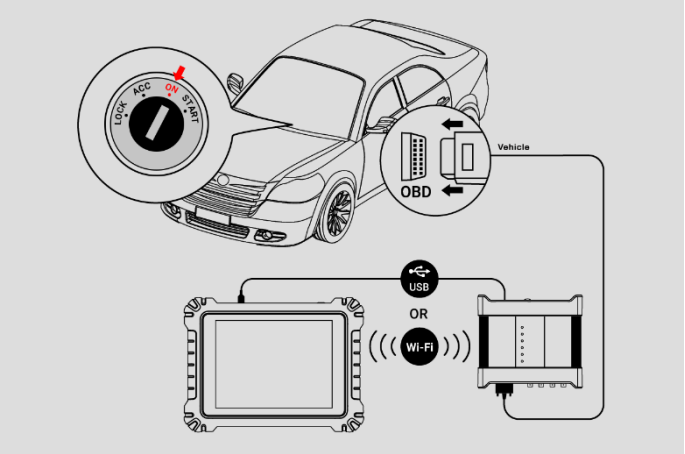

Figure 7-107 *Connection Diagram*
1. Please refer to *Figure 7-107 Connection Diagram* to complete the connection. Place the ignition in the key on position.